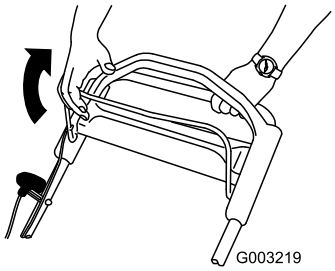

Figure 12
3. Hold the blade control bar against the handle (Figure 12).